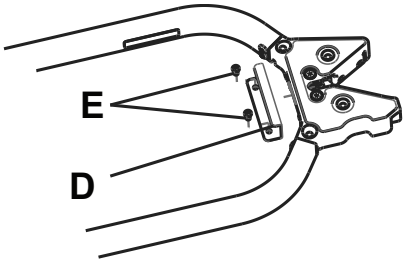

Figura 16 – Placa de enganche
1. Utilizando una llave Allen M6, instale la placa de enganche suministrada (610000010015) (D) y dos pernos Allen M6 (E) (no incluidos) directamente detrás del pasador de sujeción de la camilla (Figura 16).